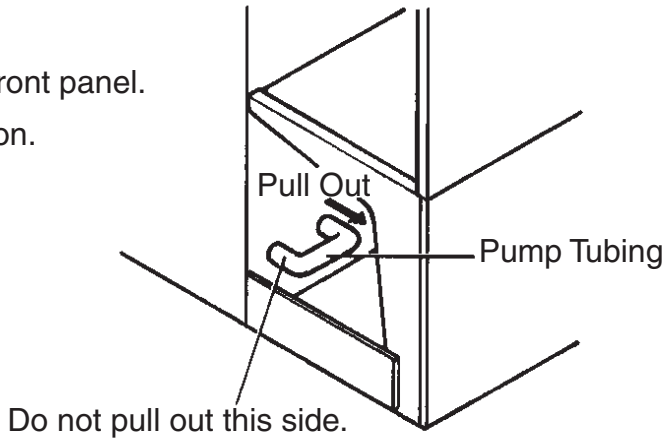

Fig. 5
4) Remove one end of the pump tubing. Drain the water tank. Replace the pump tubing in its correct position. See Fig. 5